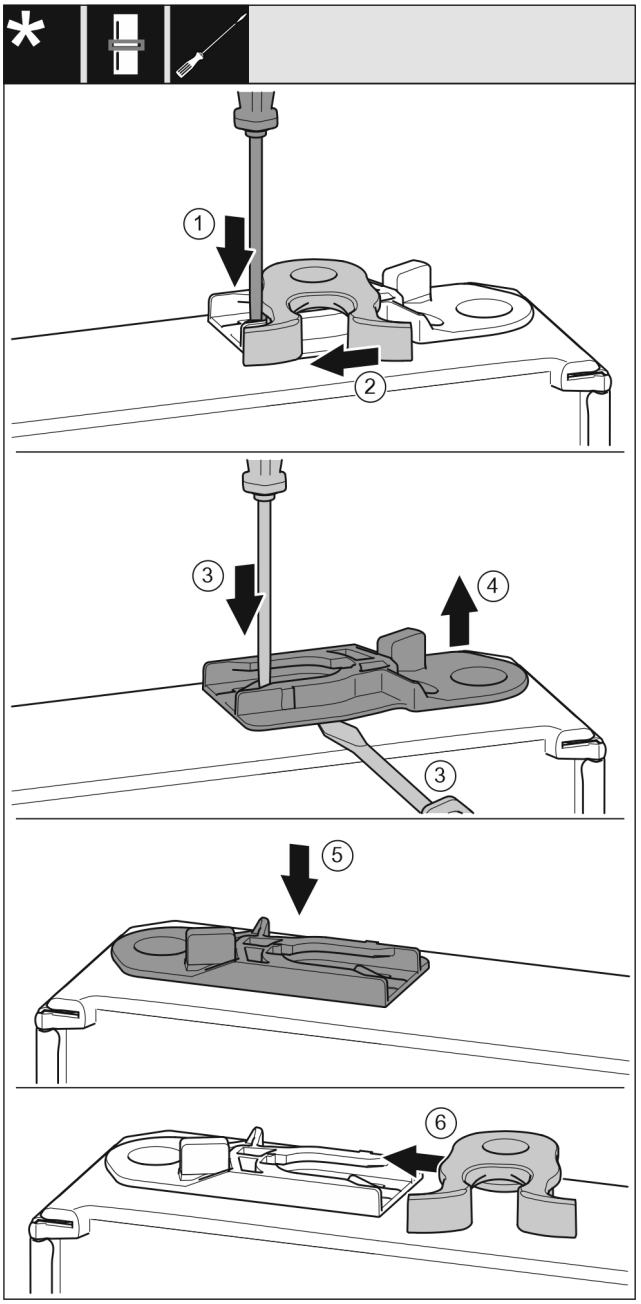

Fig. 52 *
- ▶ Apăsați în jos eclisa *Fig. 52 (1)* cu șurubelnița plată.*
- ▶ Trageți cârligul de închidere *Fig. 52 (2)* din ghidaj.*
- ▶ Scoateți bucșa de ghidaj *Fig. 52 (3, 4)*: Apăsați eclisa cu șurubelnița plată și, concomitent, duceți-o cu șurubelnița plată sub bucșa de ghidaj.*
- ▶ Împingeți bucșa de ghidaj *Fig. 52 (5)* atașată în pachetul de livrare pe altă parte a carcasei.*
- ▶ Împingeți cârligul de închidere *Fig. 52 (6)* în ghidaj.*